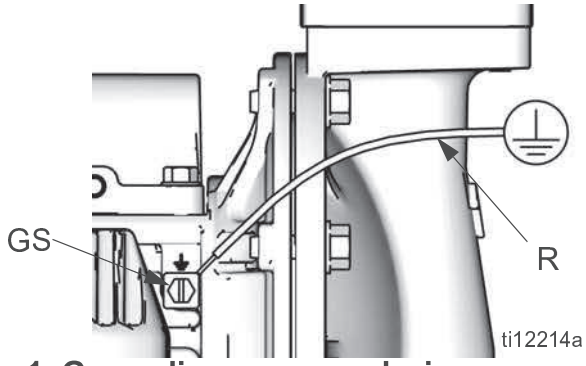

FIG. 1. Grounding screw and wire
Pump: See FIG. 1. Loosen the grounding screw (GS). Insert one end of a 12 ga. minimum ground wire (R) behind the grounding screw and tighten the screw securely. Connect the clamp end of the ground wire to a true earth ground. A ground wire and clamp, Part 238909, is available from Graco.